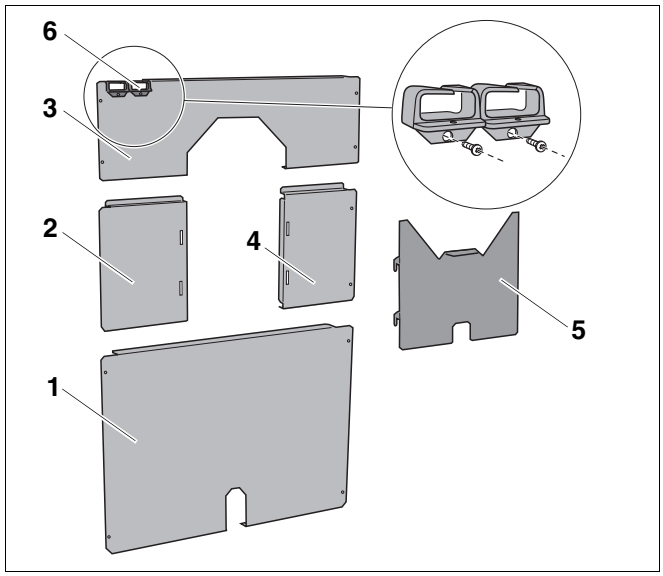

Fig. 42 Il pannello posteriore in 5 pezzi
– Pannello posteriore inferiore (fig. 42, **pos. 1**)
– Pannello posteriore centrale di sinistra (fig. 42, **pos. 2**)
– Pannello posteriore superiore (fig. 42, **pos. 3**)
– Pannello posteriore centrale di destra (fig. 42, **pos. 4**)
– Lamiera di copertura parete posteriore (fig. 42, **pos. 5**)
– 2 passaggi cavi (fig. 42, **pos. 6**)
- Montare i passaggi cavi (fig. 42**, Ingrandimento**) con le viti sul pannello posteriore superiore (fig. 42, **pos. 3**).